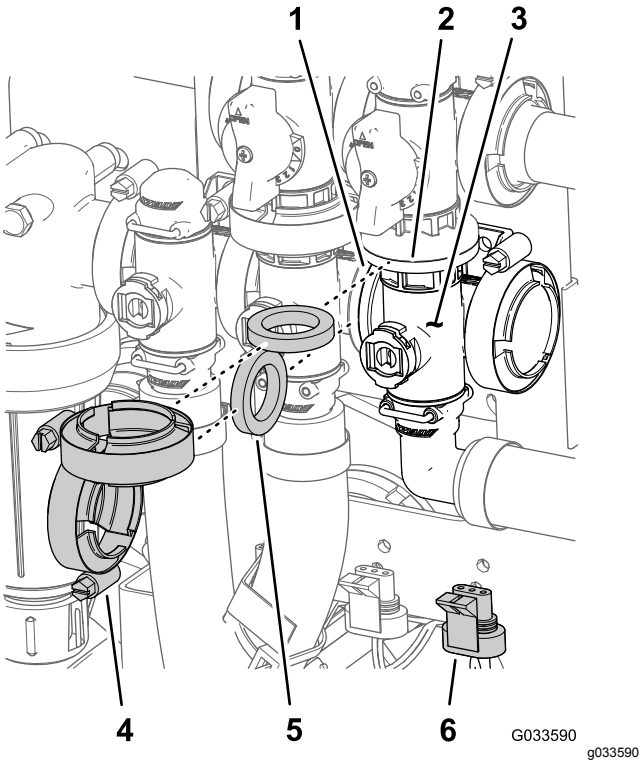

Figur 117
1. Afmonter de flangeklemmer og pakninger, der fastgør hovedbomventilens manifold (Figur 117) til hovedbommens omløbsventil, omrøringsventilen og 90°-knærøret (for enden af slangen til gennemstrømningsmåleren).